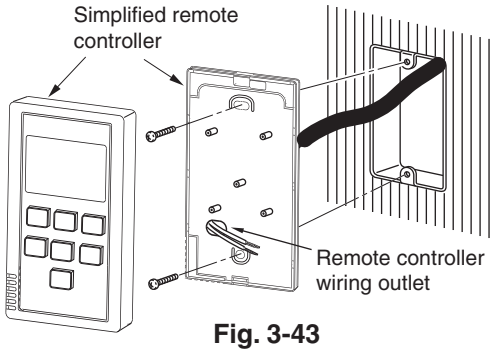

Fig. 3-43
2. After passing the simplified remote controller wiring through the conduit on the back case of the controller, secure it with the two screws (field supply). (See Fig. 3-43)
- Use an electric junction box (field supply) (See Fig. 3-43) for flush mounting of the simplified remote controller